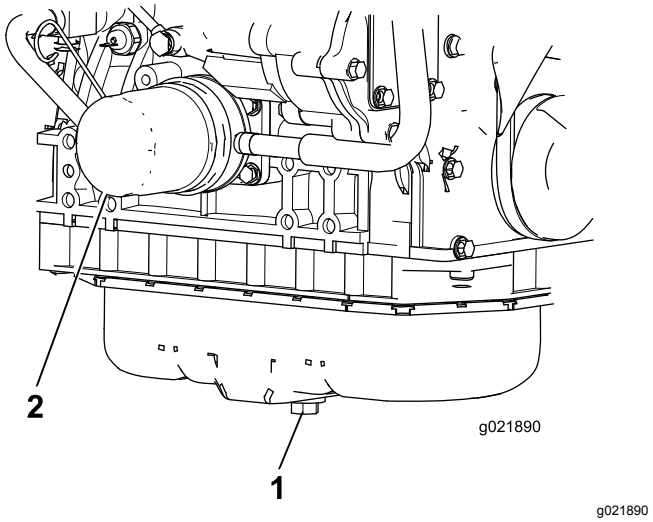

Figur 83
1. Fjern tappepluggen (Figur 83) og la oljen renne ut i et tappefat.
3. Ta av oljefilteret (Figur 83).